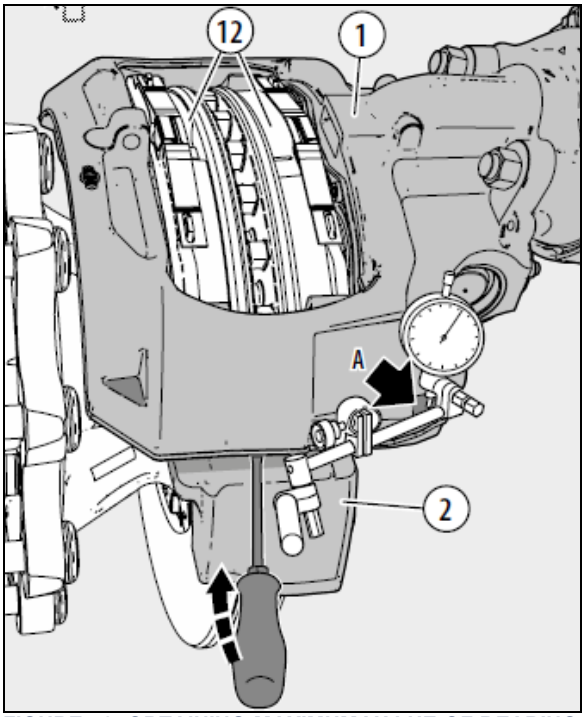

**FIGURE 48: OBTAINING MAXIMUM VALUE OF BEARING CLEARANCE**
3. Fasten a magnetic dial-gage holder to the carrier (2) on the floating bearing side of the caliper (1). Use the casting tag on the caliper (1) as the measuring point - see arrows A (see Figure 48).
5. Place a suitable tool (e.g. screwdriver with at least 200 mm in length) in a central position between carrier (2) and caliper (1) and lever them in opposite directions (using normal hand-force).